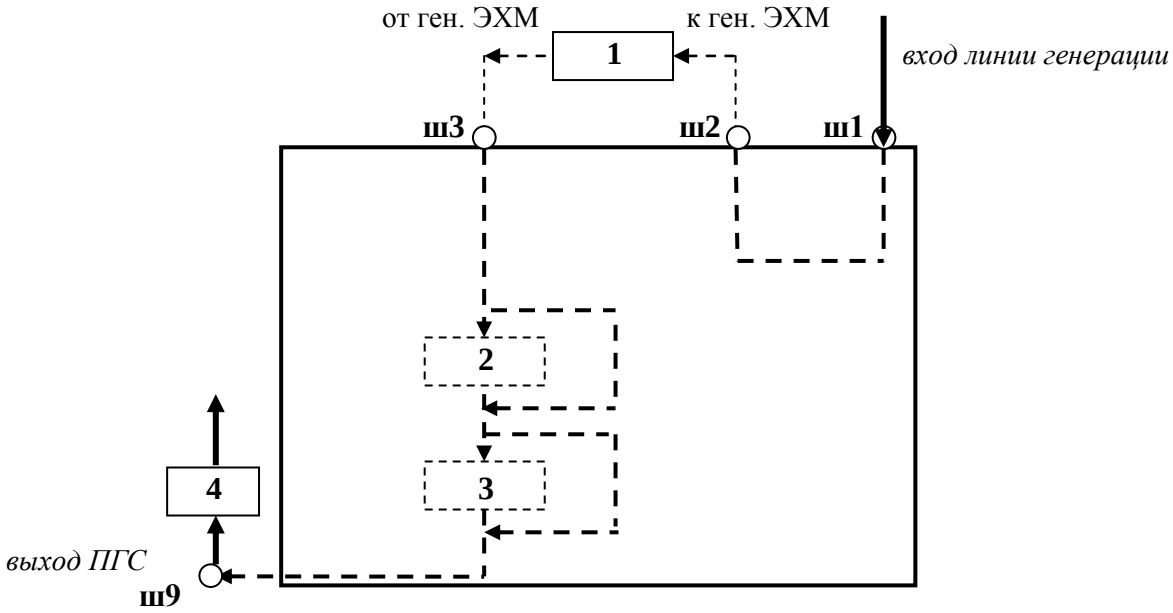

Рисунок 1. Упрощённая пневматическая схема генератора ПГСМ "Инфан ЭХГР-SO_2"
1.4.2 Работа модуля генерации 1 (рис. 1) состоит в использовании энергии электрического тока для инициации химических реакций с выделением хлора. Модуль генерации применяется в связи с тем, что длительное хранение поверочных газовых смесей на основе хлора невозможно.